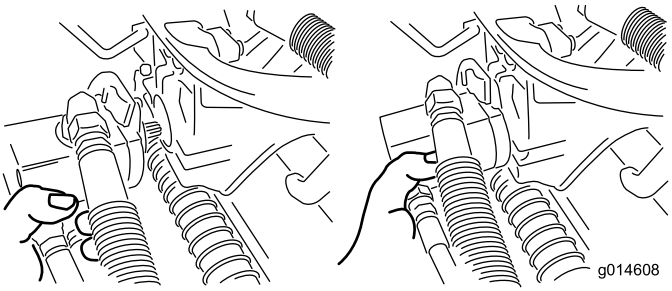

Figur 34
3. Flyt motoren hen i opbevaringspositionen foran på affjedringsarmen (Figur 34).